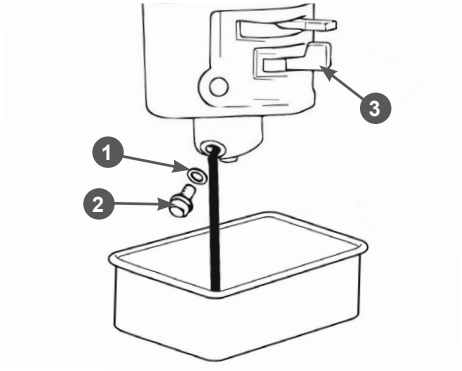

Рис. 30. Обслуживание карбюратора
1. Установите под карбюратор подходящую емкость (Рис. 30).
2. Установите рычаг топливного крана 3 в положение «ЗАКРЫТО» (Рис. 30).
3. Открутите болт 2 сливного отверстия и слейте топливо из поплавковой камеры карбюратора в приготовленную для этого ёмкость (Рис. 30).